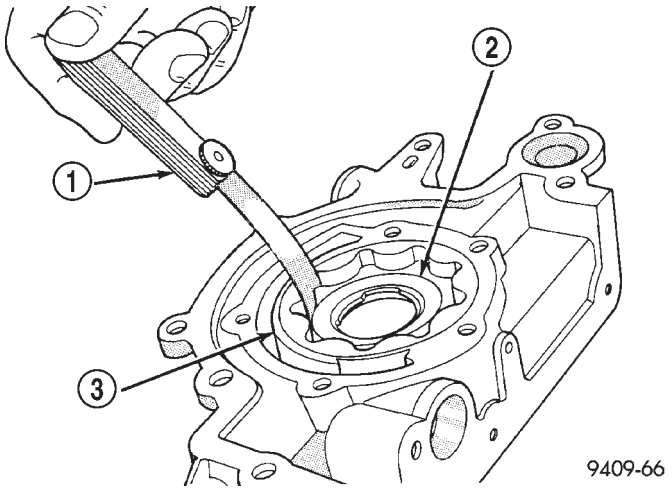

Abb. 132 Spiel zwischen den Pumpenrädern messen
(6) Innenrad in das Pumpengehäuse legen. Ist das Spiel zwischen Innen- und Außenrad größer als 0,203 mm (0,008 Zoll), beide Pumpenräder austauschen (Abb. 132).